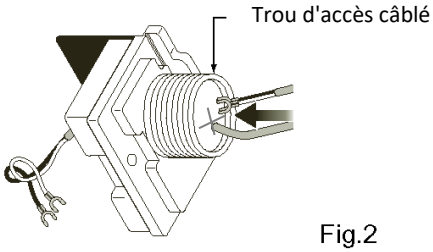

Fig.2
9. Tourner le connecteur de câble rapide. (Fig. 2)
10. Faire passer les fils par le trou d'accès aux câbles (Fig. 2).